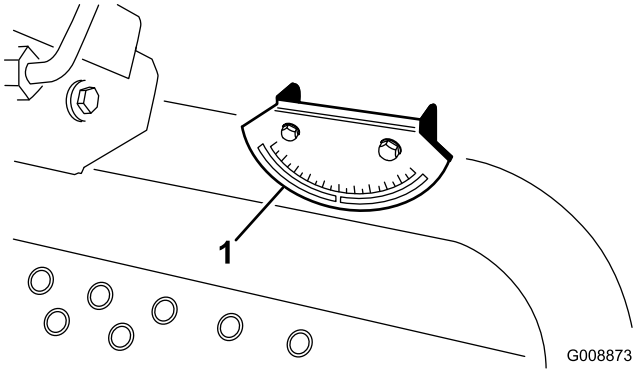

Figur 6
2. Kontrollera att maskinen står jämnt genom att placera en bärbar lutningsmätare (följer med maskinen) på ramens tvärbalk vid bränsletanken (Figur 6). Lutningsmätaren bör visa ett värde på noll grader när den avläses från förarsätet.